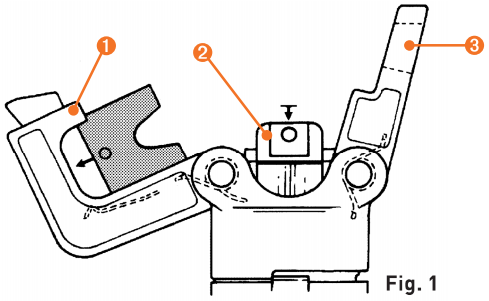

Fig. 1
参考**Figures 1 和 2**，选择一对适合插针的压模并将它们插入压接钳中：一只放进压模支撑中 ❶ ，另一只放进压模推杆支撑❷中。(注意：每对的两个模块是相同的)。